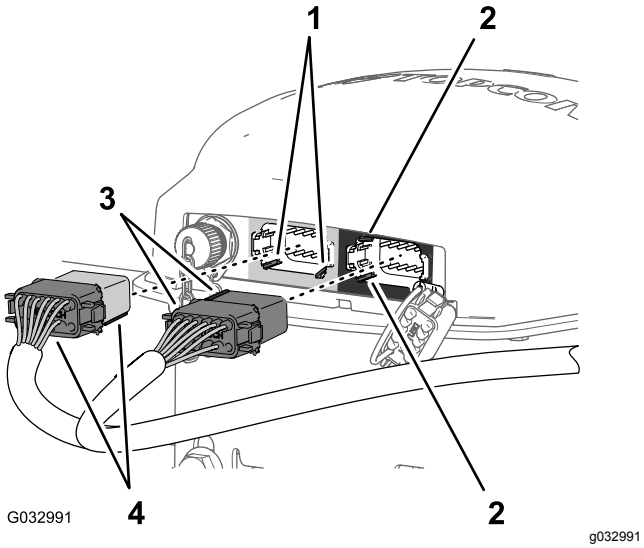

Figur 159
3. Rikta in de två kilarna på långsidan av den grå och svarta kontakten med tolv uttag på datakablaget med de två kilhålen i den nedre, horisontella sidan på navigeringsmottagarens vänstra (grå) kontakt med tolv stift (Figur 159).
4. Anslut den grå och svarta kontakten med tolv uttag på datakablaget till den vänstra (grå) kontakten med tolv stift på navigeringsmottagaren så att kontaktlåsen snäpper samman ordentligt (Figur 159).
5. Rikta in de två kilarna på kortsidan av den svarta kontakten med tolv uttag på datakablaget med de två kilhålen i den vänstra, vertikala sidan på navigeringsmottagarens högra (svarta) kontakt med tolv stift (Figur 159).
6. Anslut den helsvarta kontakten med tolv uttag på datakablaget till den vänstra (svarta) kontakten med tolv stift på navigeringsmottagaren så att kontaktlåsen snäpper samman ordentligt (Figur 159).